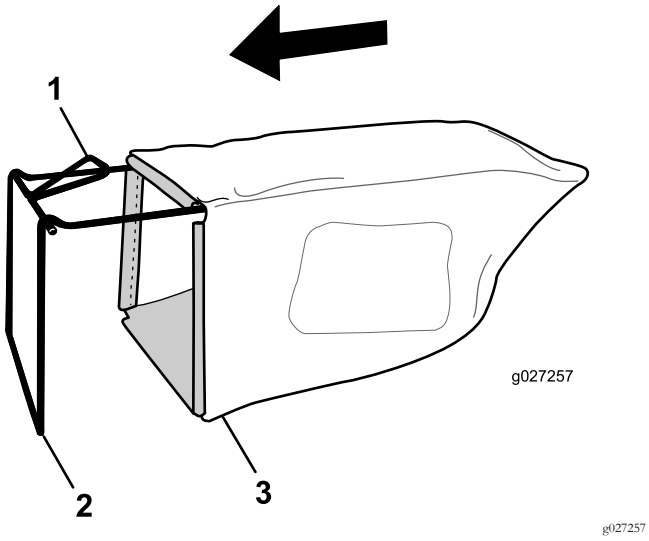

Figura 9
7. Observe el nivel de aceite en la varilla (Figura 9).
1. Coloque la bolsa de recogida sobre el bastidor, según se muestra en la Figura 9.
Nota: No coloque la bolsa sobre el manillar (Figura 9).